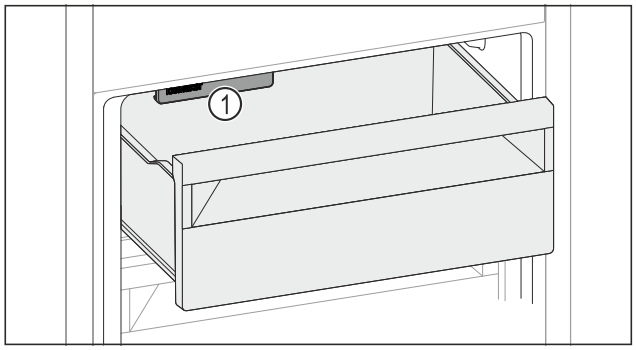

Fig. 217
▶ Tenez compte de l'IceMaker *Fig. 217 (1)*.